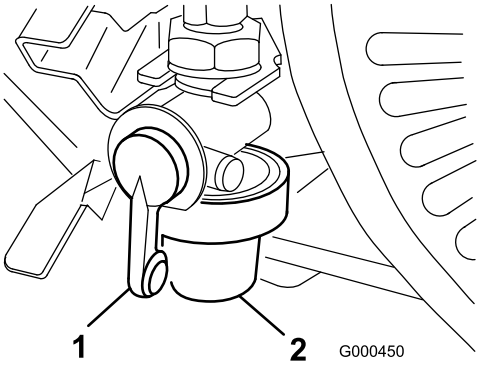

Figur 25
1. Luk brændstofafbryderventilen, og skru skålen af filterelementet (Figur 25).